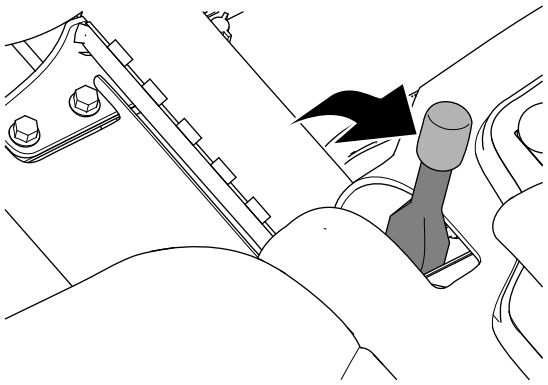

Figur 31
2. Aktiver parkeringsbremsen (Figur 31).